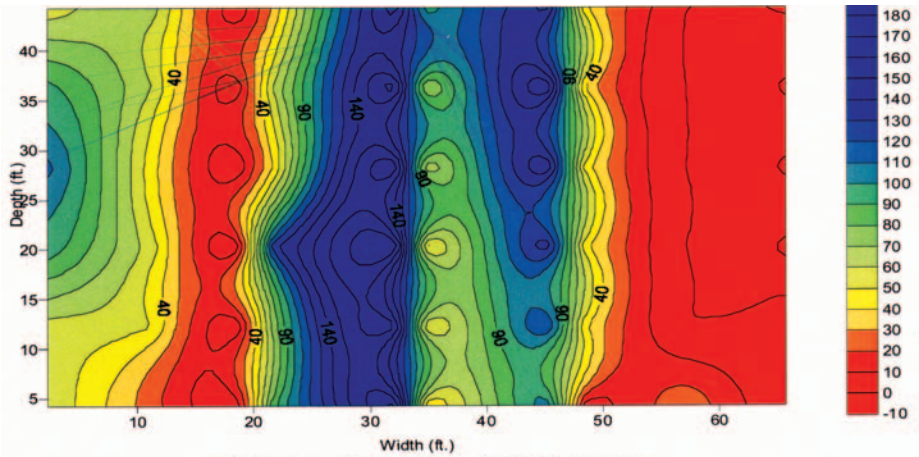

Figure 3: NOx Concentration at SCR Outlet Prior to Tuning
❶ AIG system is checked and previous tuned valve positions are verified.
❷ Boiler should be at a stable operating load condition.
❸ All instrument calibration checks have been completed.
❹ Conduct NOx traverse with no NH_3 flow (Baseline Test).
❺ Conduct NOx traverse with ammonia flow at desired reduction set point (Baseline Test).
❻ Evaluate data to determine NH_3:NOx distribution. If acceptable and within the RMS goal, adjustments to the valves are not required.
❼ If adjustments are required, AIG control valves should be adjusted to bring NOx emission data points closer to mean value. All valve positions are recorded.
❽ If a significant mal-distribution exists in NOx at the desired set point, all AIG valves may be set to a nominal 50% open position. Setting the AIG valves to 50% open allows upward and downward valve adjustment and minimizes areas of high localized slip during the early stages of tuning.
❾ Based on the calculated NH_3:NOx molar ratio distribution, new AIG valve set points will be calculated and Steps 5-6 of the process will be repeated until the target NOX removal is achieved and the profiles are balanced and statistically evaluated. Figures 3 and 4 show representative SCR outlet NOx distributions before and after AIG tuning.
❿ All final AIG valve positions are recorded and locked in position to protect against inadvertent adjustment.